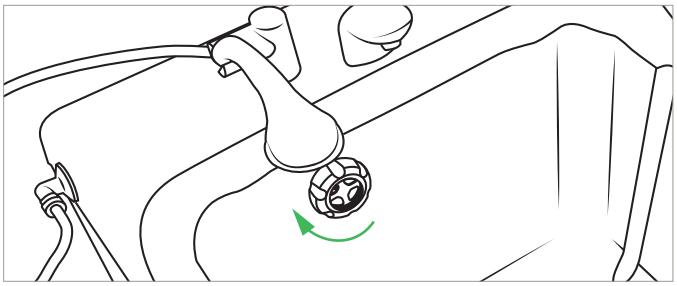

Afbeelding 31
1. Open na het baden de afvoerstop door die rechtsom te draaien en laat het water weglopen. Zie Afbeelding 31.